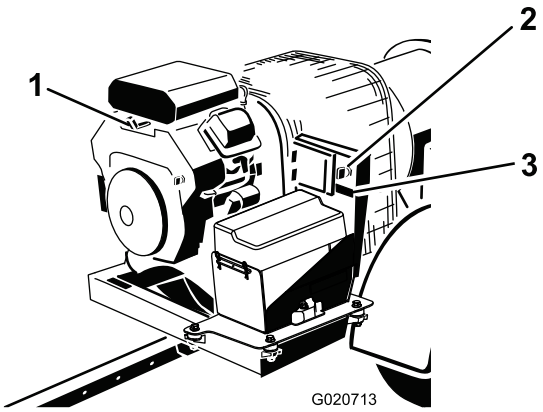

Figur 10
3. Drej tændingsnøglen til positionen "START", og sæt den hurtigt herefter i positionen "ON" (Figur 10) Dette aktiverer modtageren.
4. Hvis du forlader maskinen, skal nøglen drejes til positionen FRA og tages ud af tændingen (Figur 10).